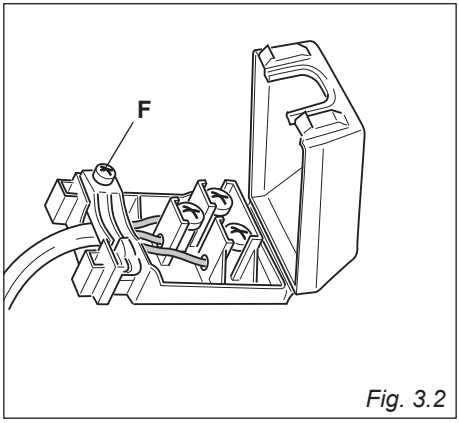

Fig. 3.2
- Åbn aflastningen ved at skrue skruen ”**F**” ud (fig. 3.2). Skruerne i klemrækken skrues ud.